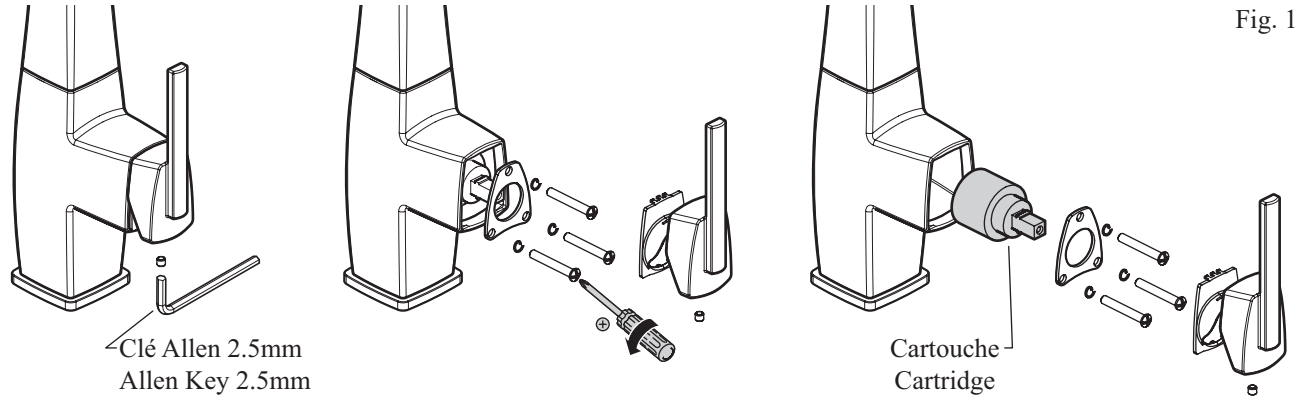

Fig. 12.1
- Enlever la **poignée** et la **cartouche** et nettoyer ou changer la **cartouche** si endommagée (fig 12.1).
- Remove the **handle** and **cartridge** and clean or replace **cartridge** if damaged (fig 12.1).